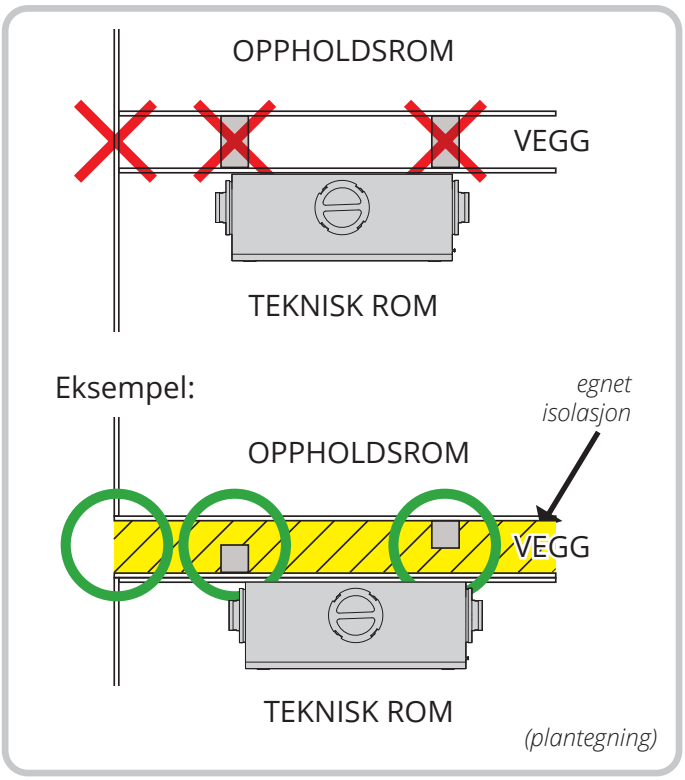

Figur 12 Veggkonstruksjon
- Aggregat plassert på innervegg krever lydisolert vegg med brutte stendere og brutte plater, samt dobbel gipsplate eller veggutforming med tilsvarende kvalitet. Se Byggforsk byggdetaljblad 524.325 (Lydisolasjonsegenskaper til lette innervegger.) Se også Figur 12 Veggkonstruksjon. Ved plassering på yttervegg anbefales brutte plater mot tilliggende rom.